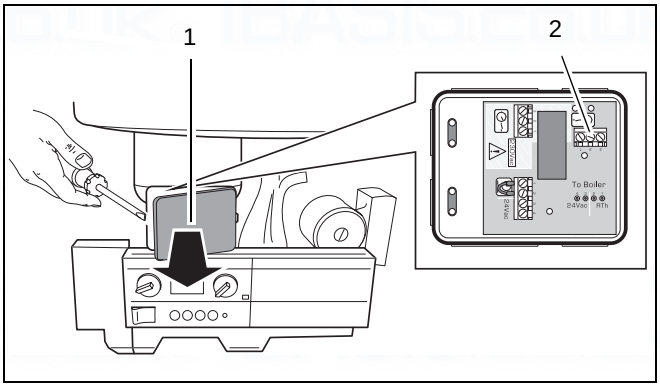

fig. 24 Connection box - Volt free connection
- Remove the cover of the room control converter (→ fig. 24, item 1).
- Lead the control device wire through the cable lead (→ fig. 24).
- Fix the wire to terminal 1 and 2 of the volt free connection (→ fig. 24, item 2).